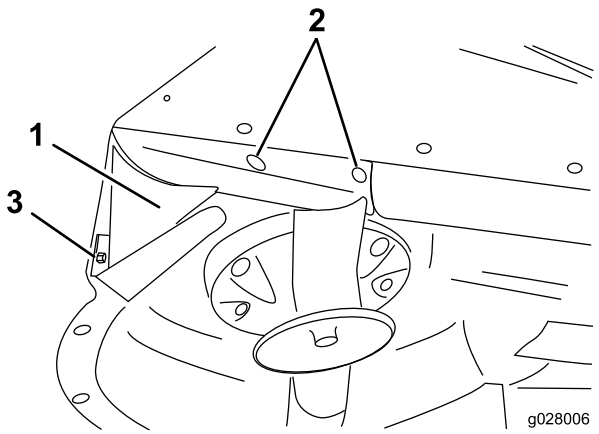

Figur 9
7. Rikta in den bakre riktaren efter utkastaröppningens hörn (Figur 9).
11. Använd den bakre hyllan som mall och markera och borra två hål (5 mm i diameter) i mitten av däckets böjda kant (Figur 9).